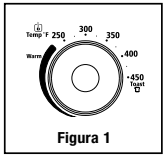

Figura 1
2. **Perilla selectora de función –** Seleccione la función de cocción girando la perilla a la graduación deseada. (Ver la Figura 1)